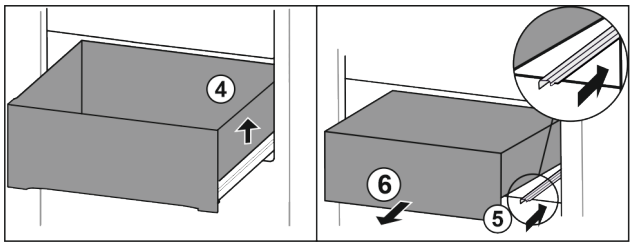

Fig. 160
▶ Emelje meg a fiók jobb oldalát. *Fig. 160 (4)*
▶ Tolja be a jobb oldali sínt. *Fig. 160 (5)*
▶ Vegye ki a fiókot előrefelé. *Fig. 160 (6)*